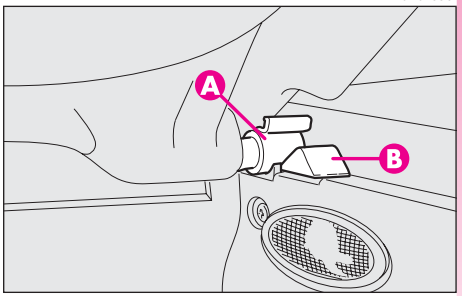

fig. 19
– dégager les broches (**A-fig. 19**) placés à l'extérieur de la tablette de leurs sièges (**B**) aménagés dans les supports latéraux, puis sortir la tablette vers l'extérieur.